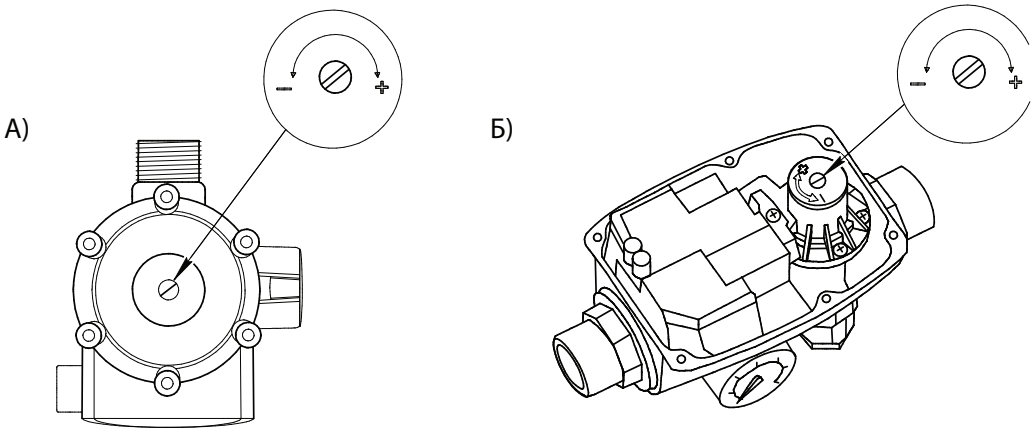
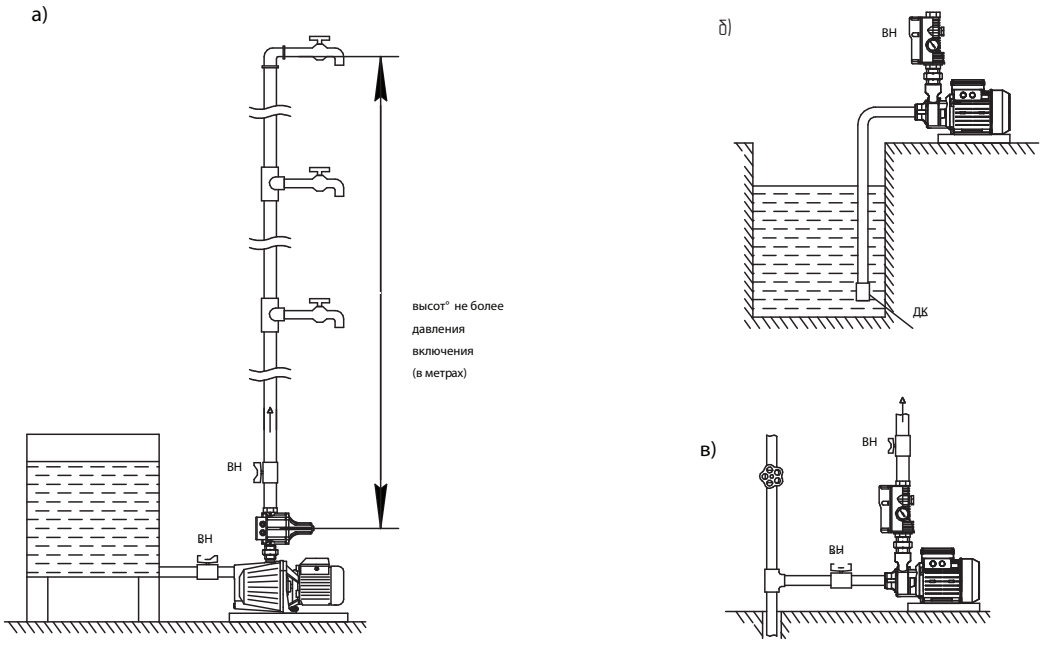

рис.5.2- расположение регулировочного винта
рис.6.1 Схемы для систем водоснабжения
5.1. Станции насосные бытовые серии AU QB/E, изготовленные на базе горизонтальных вихревых моноблочных электронасосов серий QB В состав насосной станции также входит контроллер серии EPS (2), с установленным на нем манометром (3) (кроме контроллеров серий EPS-II-12 и EPS-II-22). Контроллеры EPS-15 и EPS-16 имеют регулировочные винты (см. рис. 5.2)
5.3. Контроллер автоматически включает станцию при начале водопотребления и отключает ее при отсутствии водопотребления. Контроллер EPS-15 и EPS-16 имеют регулировочный винт (см. рис. 5.2).
6.1. Для повышения удобства пользования станцией целесообразно организовать систему водоснабжения по рекомендованным схемам, указанным на рис. 6.1.
6.2. Высота водяного столба между станцией и наивысшей точкой водопотребления (крана) должна быть не больше давления включения электронасоса (в метрах), указанного в табл.2.1, в противном случае при открытии верхнего крана давление упадет недостаточно для срабатывания контроллера, электронасос не запустится, и верхний кран не будет обеспечен водой (рис.6.1 а). В случае если высота наивысшей точки водопотребления (крана) выше необходимого значения, нужно установить станцию выше. Также можно отрегулировать давление включения электронасоса на большее значение (только для моделей EPS-15, EPS-15A, EPS-16), провернув винт по часовой стрелке (в направлении «+») (рис.5.2) до значения, соответствующего высоте водяного столба между станцией и наивысшей точкой водопотребления. Регулирование осуществляется по показаниям манометра.